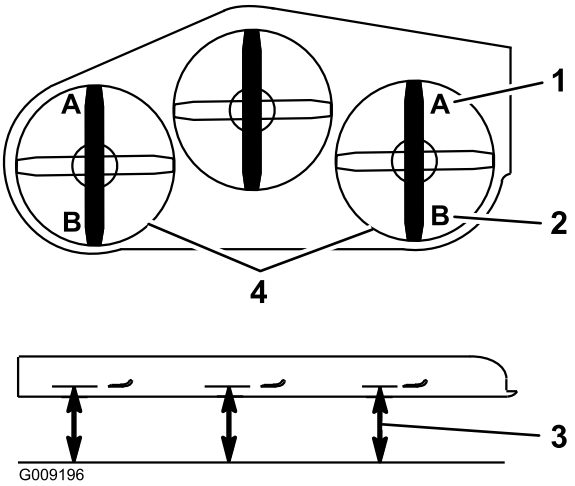

Figur 86
9. Mät från den plana ytan till knivens främre egg på däckets båda sidor (position A). Avståndet ska vara 7,6 cm (Figur 86).
15. Mät från den plana ytan till den bakre knivspetsen på däckets båda sidor (position B). Avståndet ska vara 8,3 cm (Figur 86).